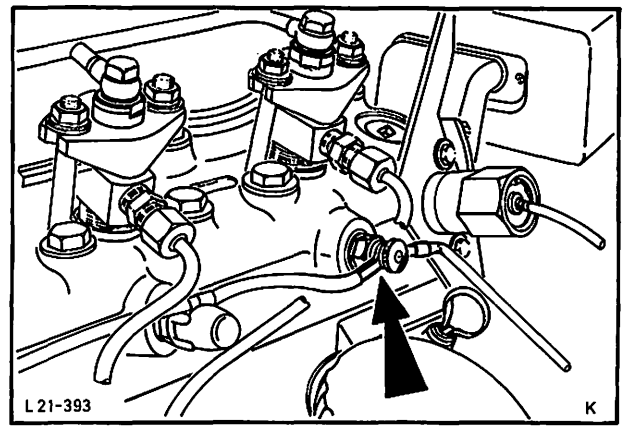

Abb. 106 Stromkabel von Glühkerzen abklemmen
6. Stromkabel von Glühkerzen und Geber – Fernthermometer abklemmen, Abb. 106, Seilzug – Leerlaufüberhöhung am Zylinderkopf abmontieren (1 Sprengring).